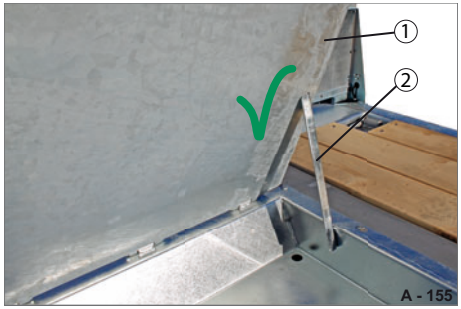

Abb. 73 Deckel geöffnet, gesichert
- ▶ Halten Sie den Deckel (Abb. 73/1) mit einer Hand am Griff fest.
- ▶ Stecken Sie den Anschlag (Abb. 73/2) aus der Bohrung am Deckel aus.